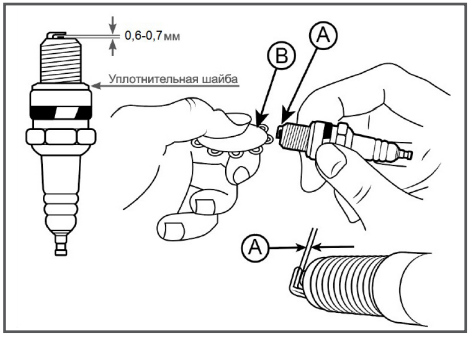

Рис. 11 Проверка зазора между электродами
4. Измерьте зазор между электродами свечи зажигания специальным щупом. Зазор должен быть 0,6-0,7 мм (Рис.11). При увеличении или уменьшении требуемого зазора рекомендуется заменить свечу, так как регулировка зазора может привести к изменению качества искрообразования.